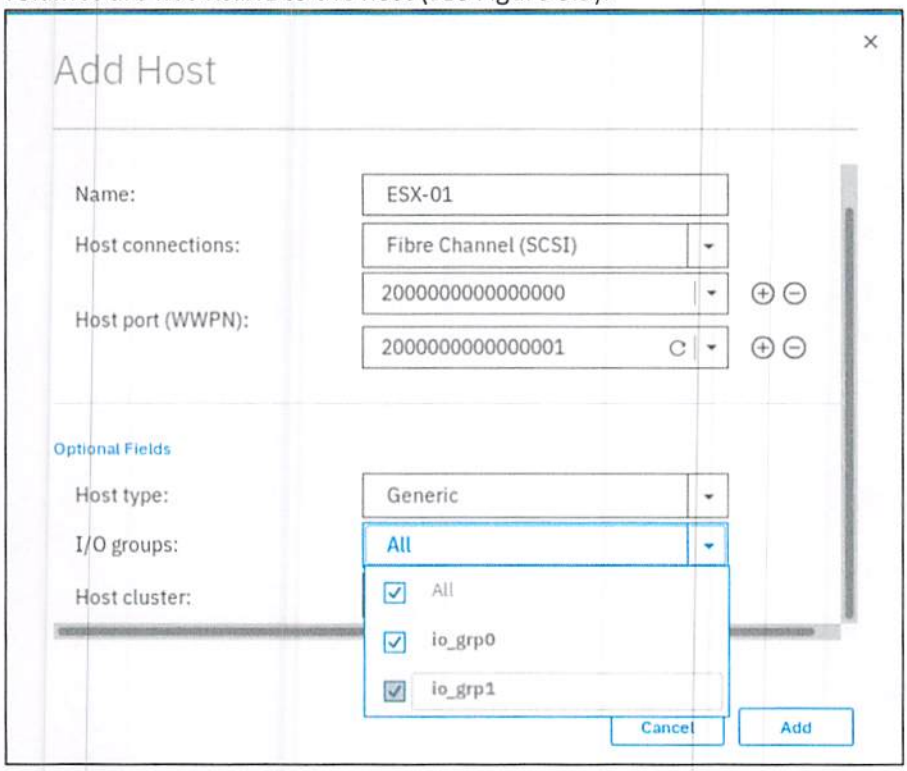

Figure 3.9 Setting I/O Group
6. You can set the **I/O Groups** that your host can access. The host objects must belong to the same I/O groups as the volumes that you want to map. Otherwise, these volumes are not visible to the host (see Figure 3.9).